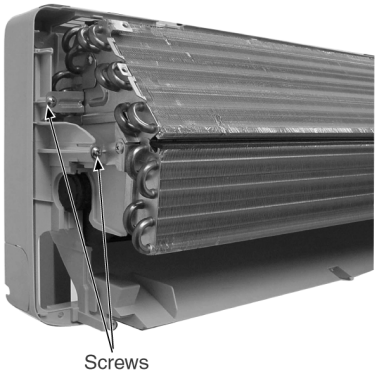

Fig. 8
– Remove the screws at the left of the Evaporator. (Fig. 8)